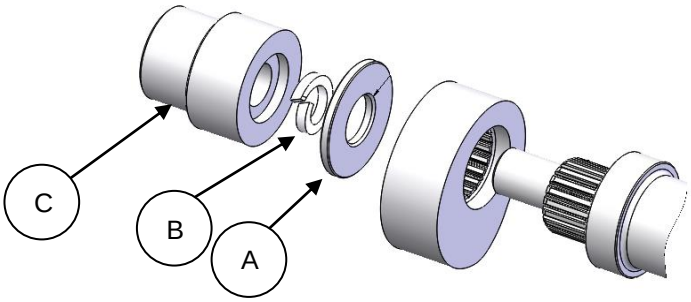

Рисунок 4.5 Установка гайки кулачка, пружинной шайбы и нагрузочной шайбы
3. Наденьте нагрузочную шайбу (Рисунок 4.5A), пружинную шайбу (Рисунок 4.5Рисунок 4.5B) и гайку кулачка (Рисунок 4.5C) на кулачковый вал. Нагрузочную шайбу нужно установить конической стороной к шлицам кулачкового вала.